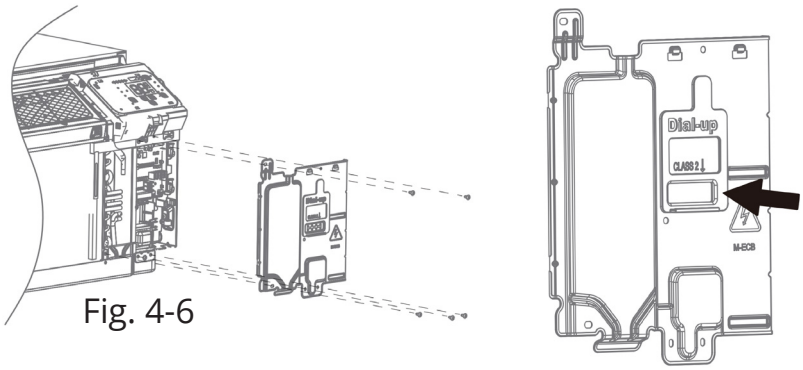

Fig. 4-6
- Remove the 4 screws and take the cover panel down. (See Fig. 4-6.)